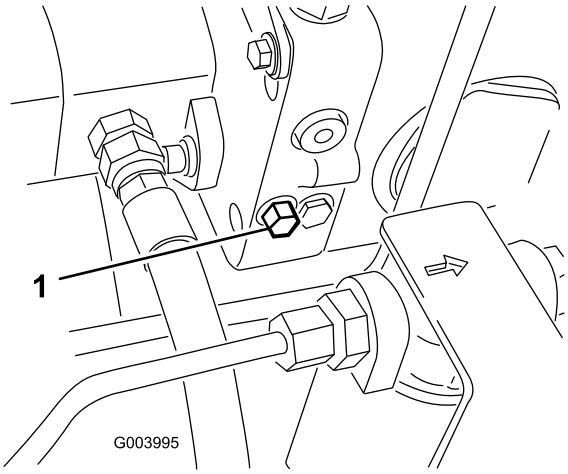

Figur 45
1. Förbikopplingsventilen sitter till vänster om hydrostaten (Figur 45). Vrid bulten 1,5 varv för att öppna ventilen och låta olja avledas internt. Eftersom vätskan avleds kan maskinen flyttas långsamt utan att transmissionen skadas.